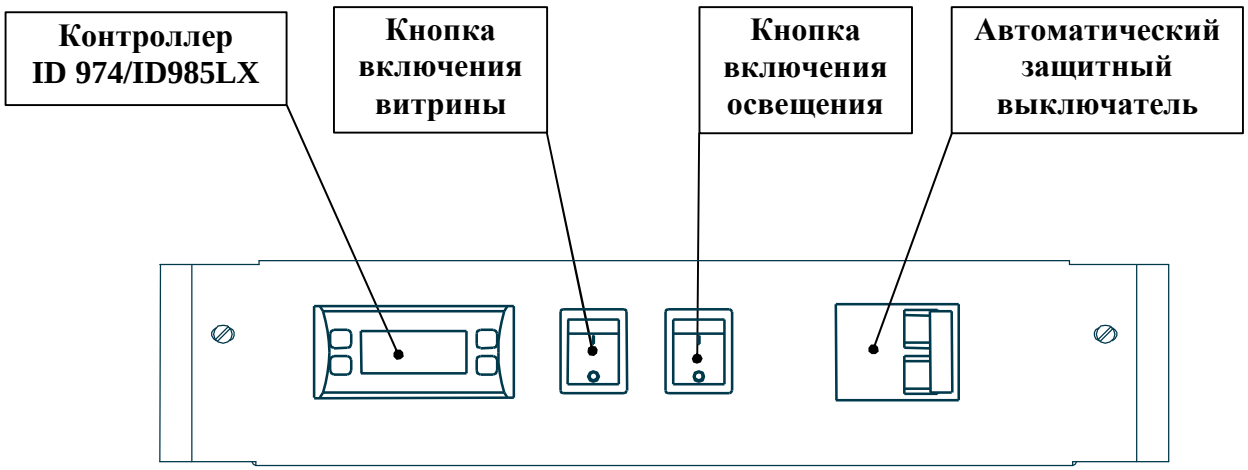

Рис. 2. Блок управления витрины **«НЕМИГА CUBE» -В**
- Электрическая система включает в себя блок управления, панель вентиляторов испарителя и систему освещения. В блоке управления (см. рис. 2) находятся: выключатели питания и освещения, электронный регулятор (контроллер), защитный автоматический выключатель и элементы силового электрооборудования.